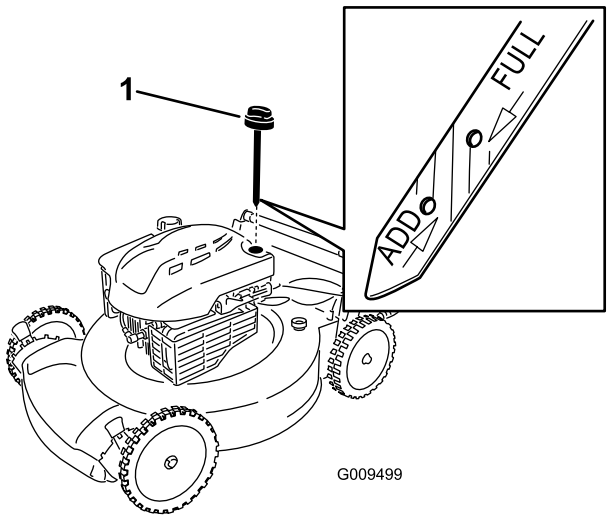

**Figuur 4**
2. Neem de peilstok eruit (Figuur 4) en giet ongeveer 3/4 van de capaciteit van het oliecarter in de vulbuis.
5. Haal de peilstok eruit en controleer het oliepeil; zie Figuur 4.